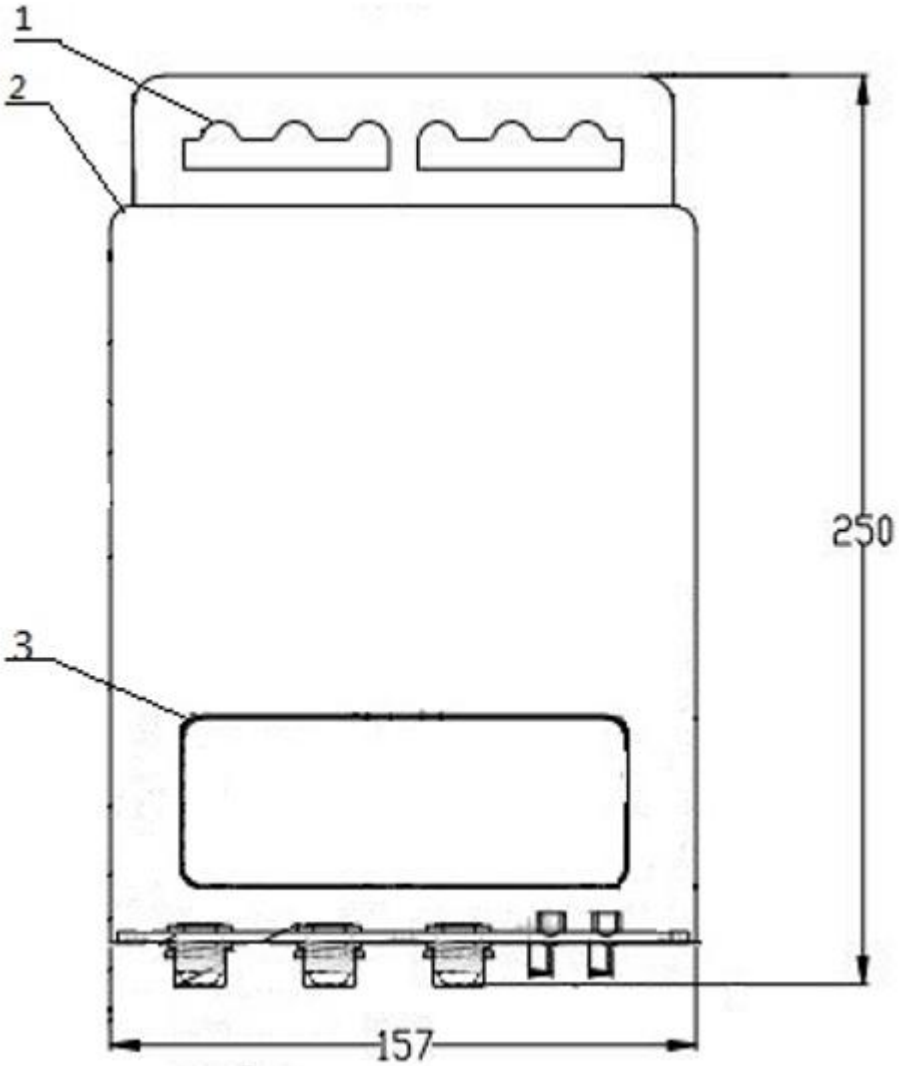

图4 外型尺寸2
4.1 外型尺寸（见图4、图5）：lmm×bmm×hmm；250×157×48。